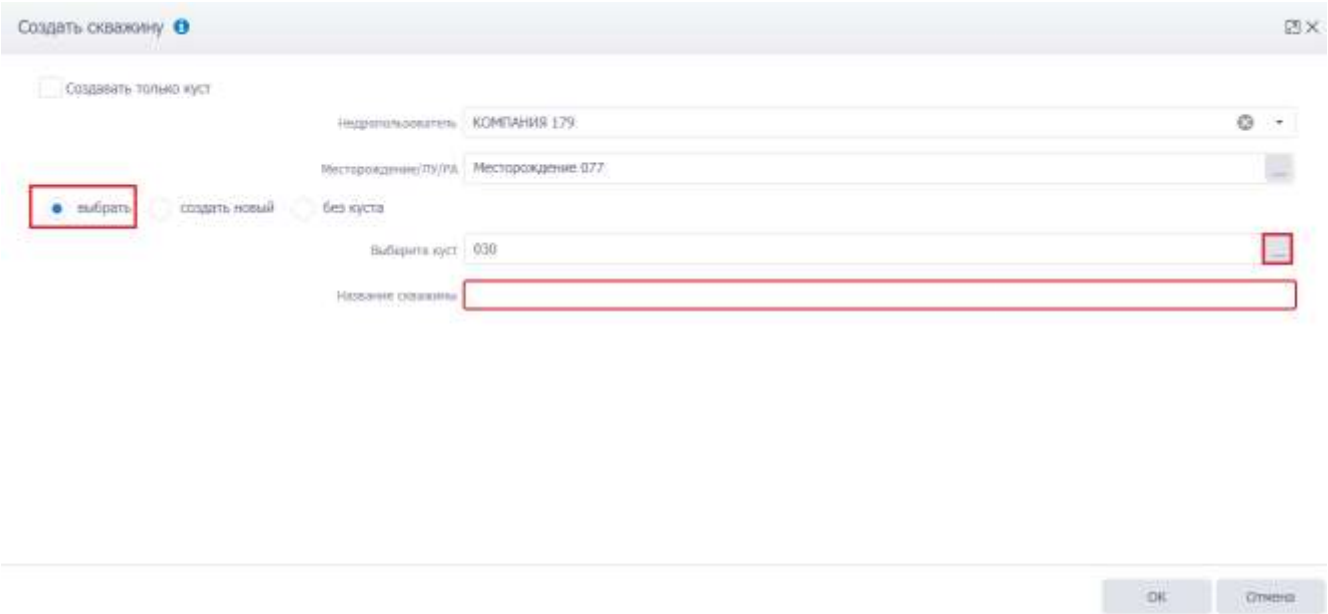

Рис. 3.23
- Если установлен переключатель выбрать, куст выбирается из открывающегося окна (рис. 3.23);